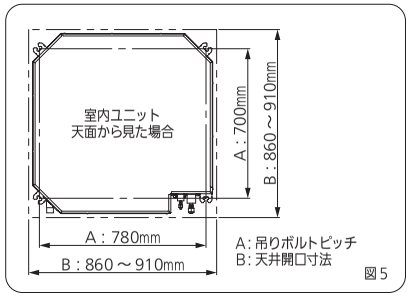

図5
3. 天井面の穴開けと吊りボルト位置の寸法は右図（図5）に従ってください。